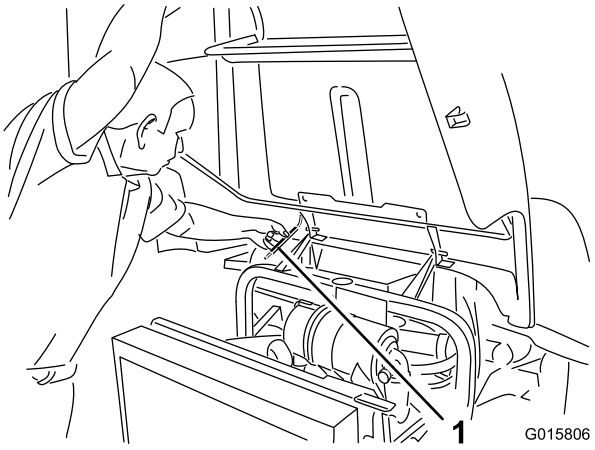

Figur 38
2. Løft opp panseret til støttestangen kan plasseres bak rammerøret (Figur 38).